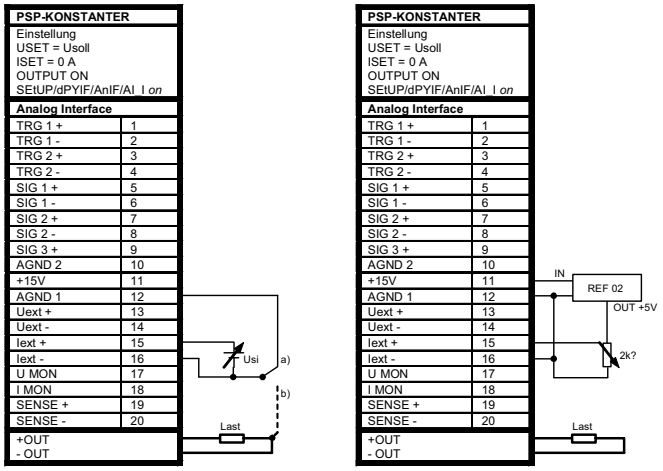

Figure 7.5 Wiring for Controlling Output Current with External Voltage / External Potentiometer
- The control inputs are not floating inputs: Their reference point, AGND (1), is connected to the negative pole of the power output.
- If the reference point of control voltage Usi is connected to the negative output pole at the load side, the inverting input must be connected to this point (connection b in figure 7.5). Influences resulting from voltage drops in the output lead are thus avoided.
- If control voltage is isolated from the output, connect Iext – to AGND (1) (connection a in figure 7.5).
- If remote adjustment of output current is to be accomplished by means of a potentiometer, wiring can be laid out as shown in figure 7.5.